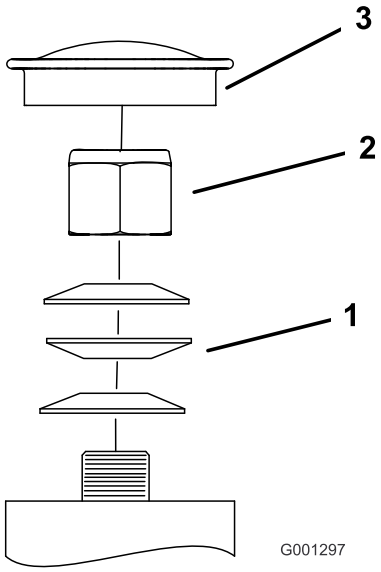

Figura 58
3. Retire o tampão antipoeira da roda e aperte a porca de freio (Figura 58).
4. Aperte a porca de freio até que as anilhas de mola estejam planas e, em seguida, recue 1/4 de volta para aplicar devidamente a pré-carga nos rolamentos (Figura 58).
Importante: **Certifique-se de que as anilhas de mola estão correctamente montadas como apresentado em Figura 58.**
5. Instale o tampão antipoeira (Figura 58).